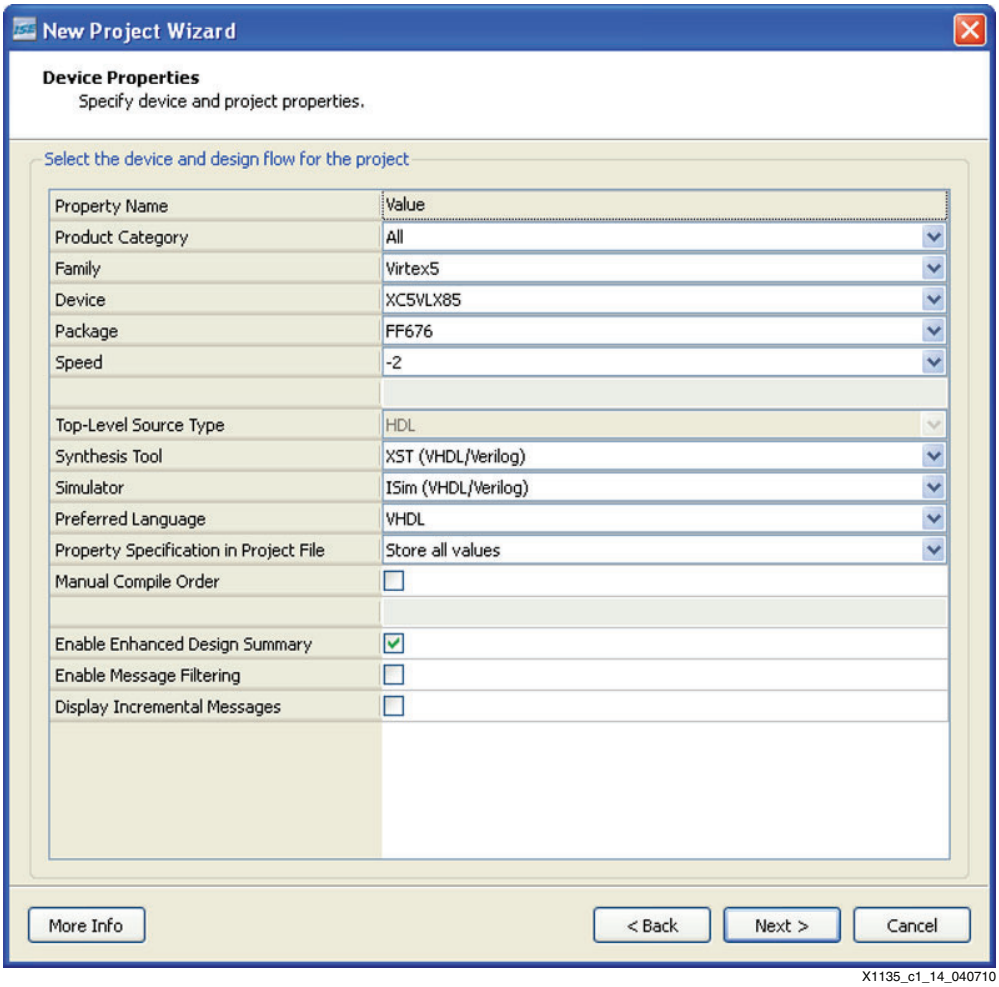

Figure 2-8: **New Project Wizard (Device Properties)**
6. Click **Next** (see Figure 2-8).